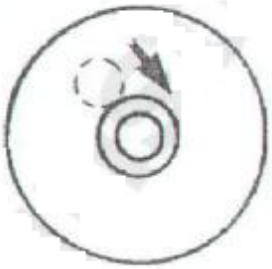

Рисунок 10
- Вторую половинку отклонения компенсируйте вращением двух юстировочных винтов (рис. 10)